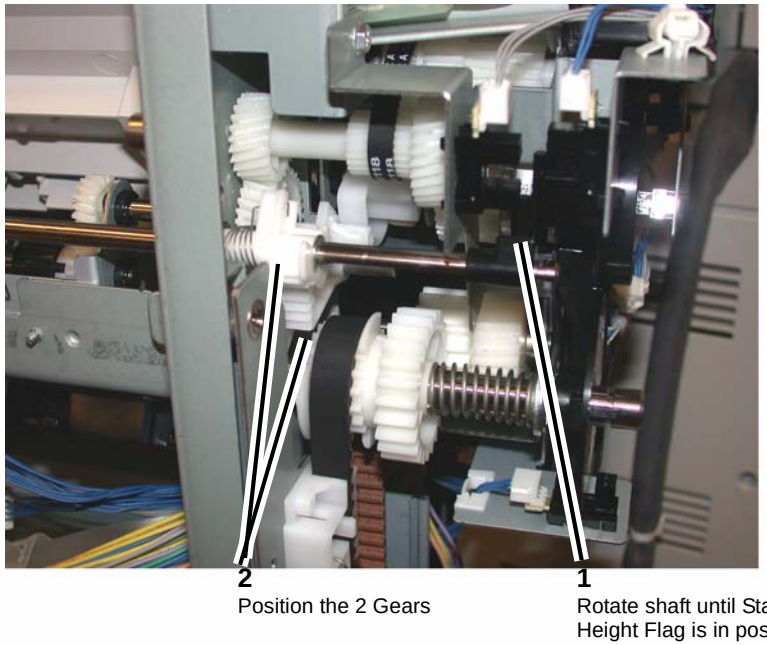

Figure 14 Aligning the Gears and Stack Height Sensor Flag
7. Rotate the Set Clamp Shaft until the Stack Height Sensor Flag is in the correct position then position the 2 gears into the configuration (Figure 14).